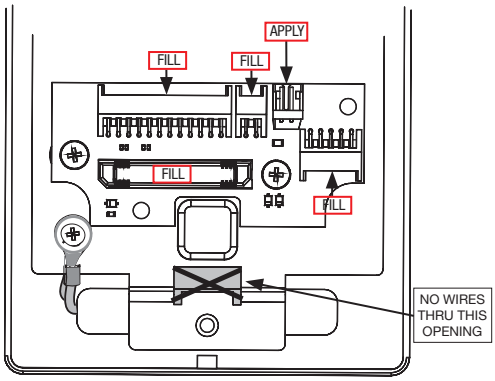
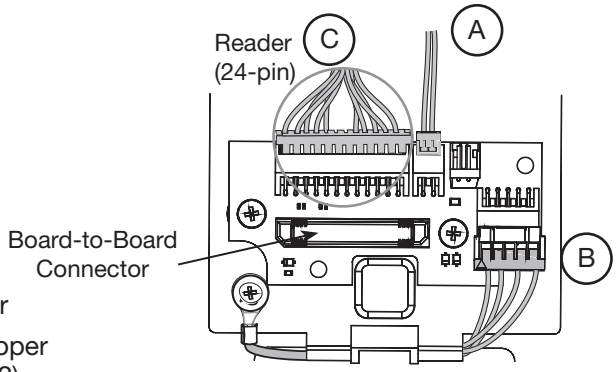

Fig. 3A
Fig. 3B
- Ensure all connector pins and contacts (Fig. 3A) are covered - **do not overfill or over-apply****
IMPORTANT: Do not run wires through bottom hole in plate (Fig. 3A, B) - it will damage wires and the controller connector. Route wires around flange, do not route wires through the flange hole (Fig. 3B).
Secure the following connectors (Fig. 3A, B):
- Secure the mounting assembly while ensuring proper alignment of outside reader and fully tighten the (2) through-bolts on the inside of the door to secure the reader and plate to the door
C. Secure the 24-pin card reader connector (Fig. 3B)